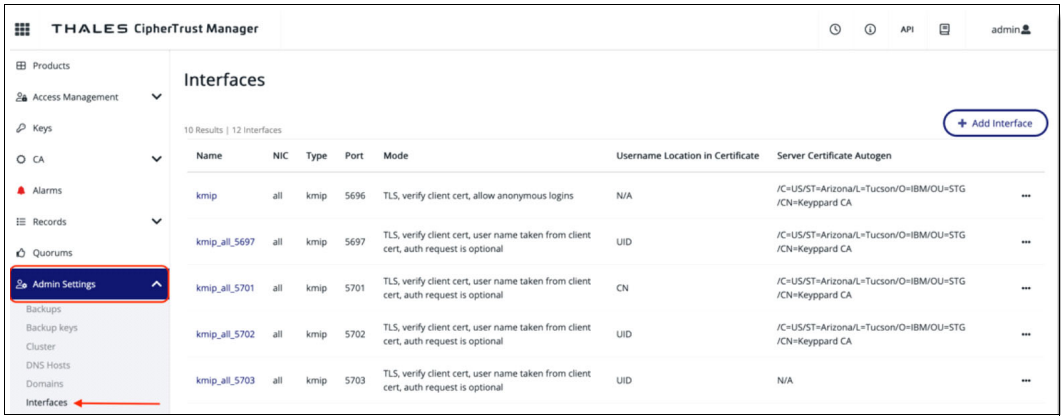

Figure J-25 KMIP interfaces
a. Select **Admin Settings** → **Interfaces** (shown in Figure J-25).